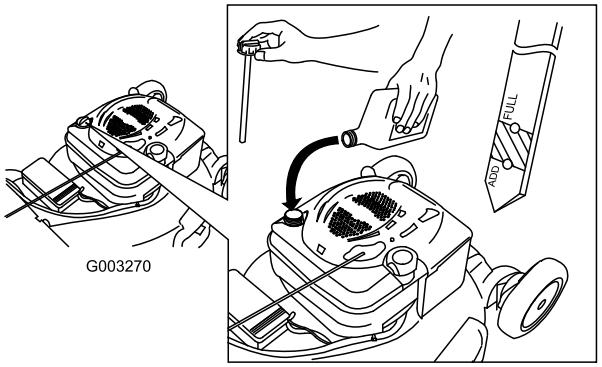

Bild 10
1. Nehmen Sie den Peilstab heraus und wischen Sie ihn ab. Stecken Sie ihn dann ganz ein (Bild 10).
2. Nehmen Sie den Peilstab heraus und prüfen Sie den Ölstand (Bild 10). Wenn der Ölstand unter der Nachfüll-Marke ist, gießen Sie **langsam** Öl in den Einfüllstutzen, um den Ölstand auf die Voll-Marke am Peilstab anzuheben. **Füllen Sie nicht zu viel ein.** (Max. Füllstand: 0,59 l des Typs: Waschaktives SAE 30-Öl mit der Klassifizierung SF, SG, SH, SJ, SL oder höher durch das American Petroleum Institute (API).)